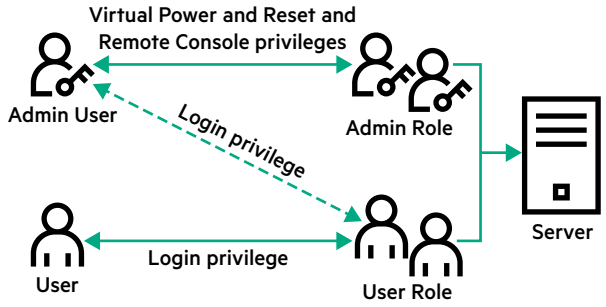

**Figure 6: Multiple roles (overlapping)**
**Figure 6: Multiple roles (overlapping)** shows an example in which the Admin user gains the Login privilege from the User role, and advanced privileges are assigned through the Admin role.